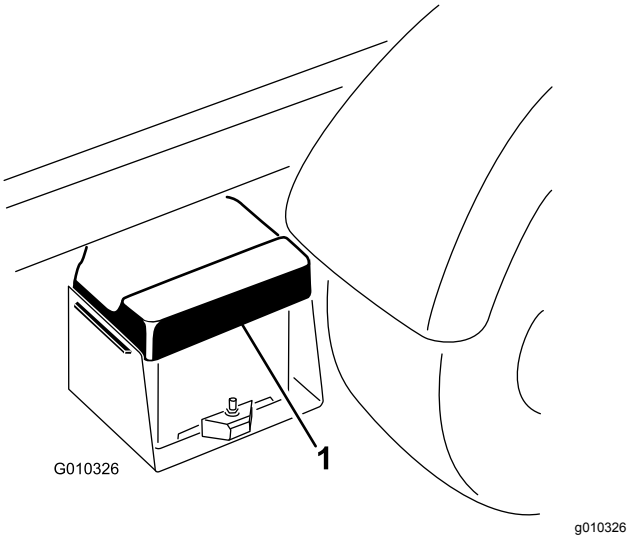

图4
1. 挤压电池盖将凸耳从电池座上松开。图4
2. 从电池座上取下电池盖图4。
6. 将电池盖与电池座对齐图4。
7. 挤压电池盖将凸耳与电池座对齐松开电池盖图4。